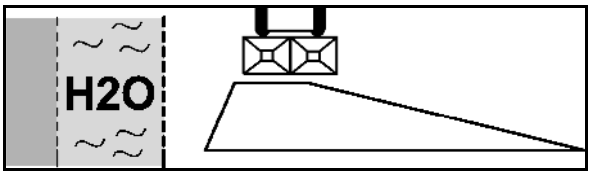

**Rys. 74**
2. **Rozsiew przy rowach zgodnie z przepisami o nawożeniu (Rys. 74):**